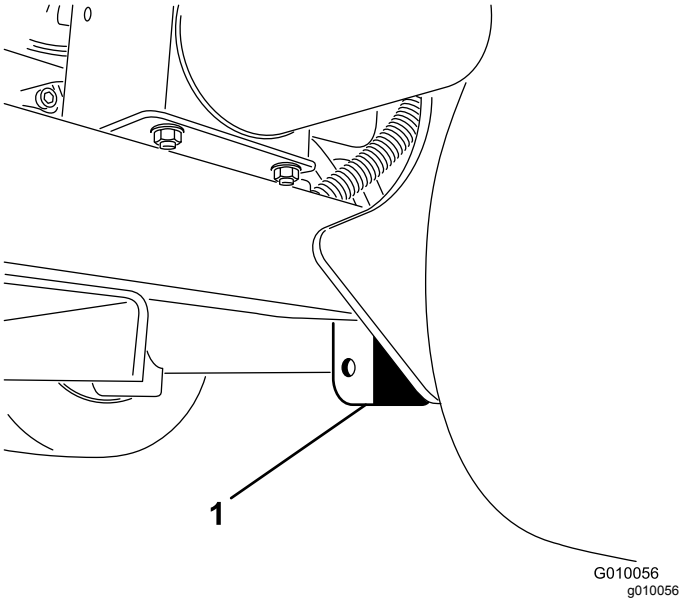

Figur 42
3. Placer donkraften forsvarligt under rammepladen lige på den indvendige side af baghjulet (Figur 42).